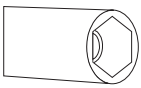

Figura 3
1. Deve usar chave com cabeça especial para retirar e instalar os bicos. (figura 3)